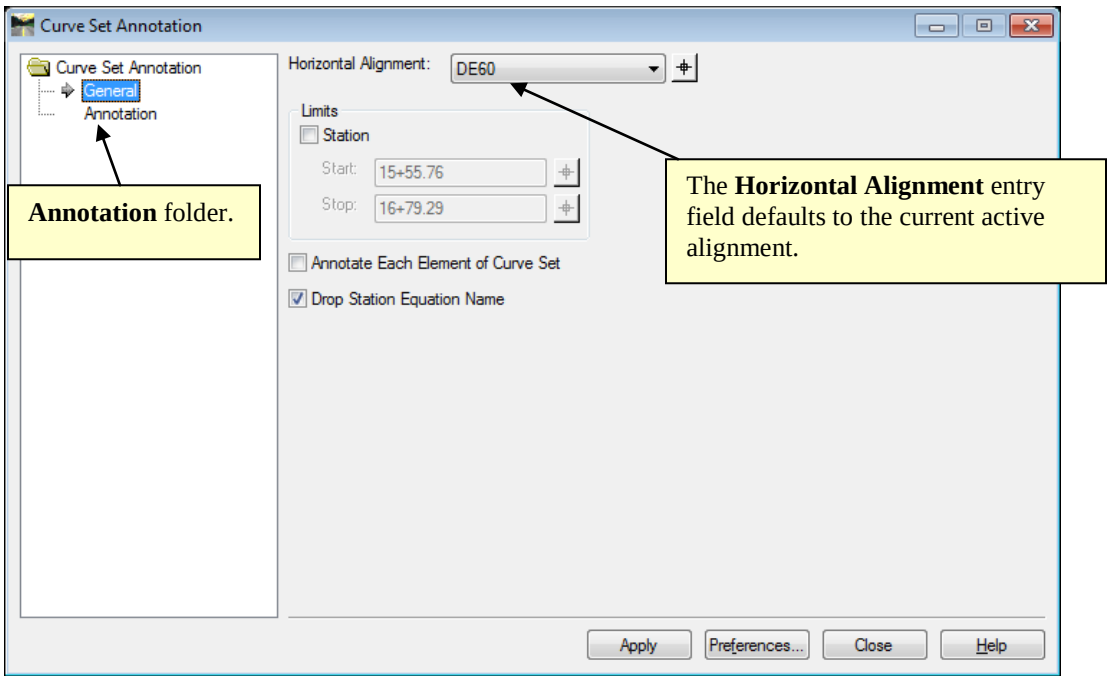

Figure L5-14 Curve Set Annotation
23.	**Open the Curve Set Annotation dialog.** • In InRoads, select **Geometry ► View Geometry ► Curve Set Annotation**. The **Curve Set Annotation** dialog opens as shown in *Figure L5-14*. • Click the **Annotation** folder. The Annotation folder is where settings are entered to control what and how Curve data is annotated as shown in *Figure L5-15*.